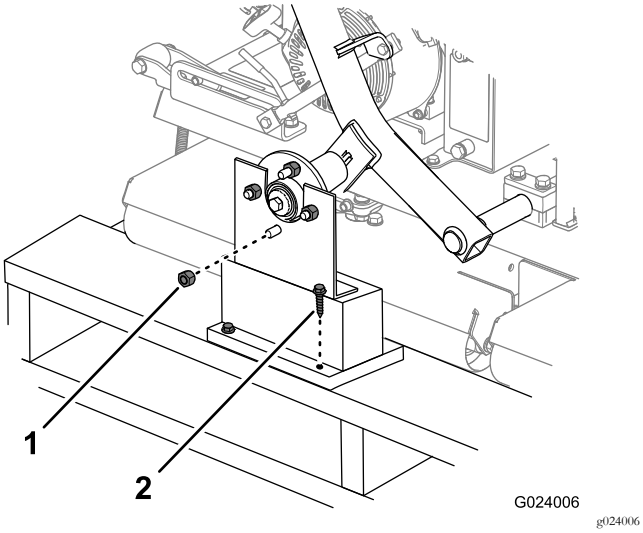

Figuur 3
1. Verwijder de wielmoeren die de wielnaven bevestigen aan de transportbeugels (Figuur 3). Verwijder ook de moeren die op de tapeinden van de wielnaven zijn geschroefd.